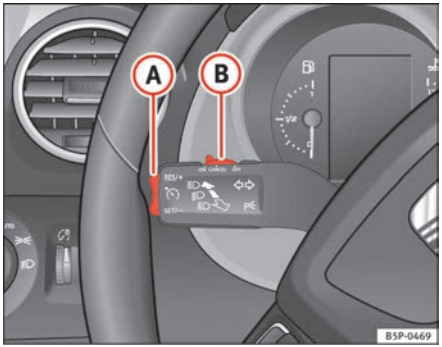

**Fig. 148 Indicator and main beam headlight lever: switch and rocker switch for the cruise control**
– Push the switch ⇒ fig. 148 (B) to the left to **ON**.